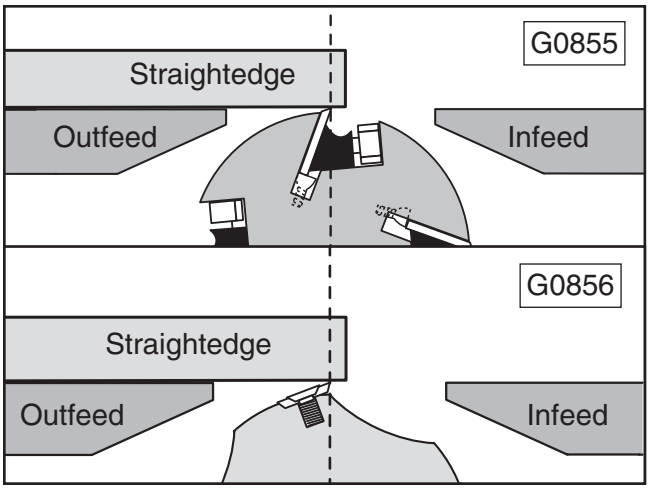

Figure 65. Using straightedge to check outfeed table height.
7. Use outfeed table handwheel to set outfeed table so knife or insert barely touches straightedge, as shown in **Figure 65**.